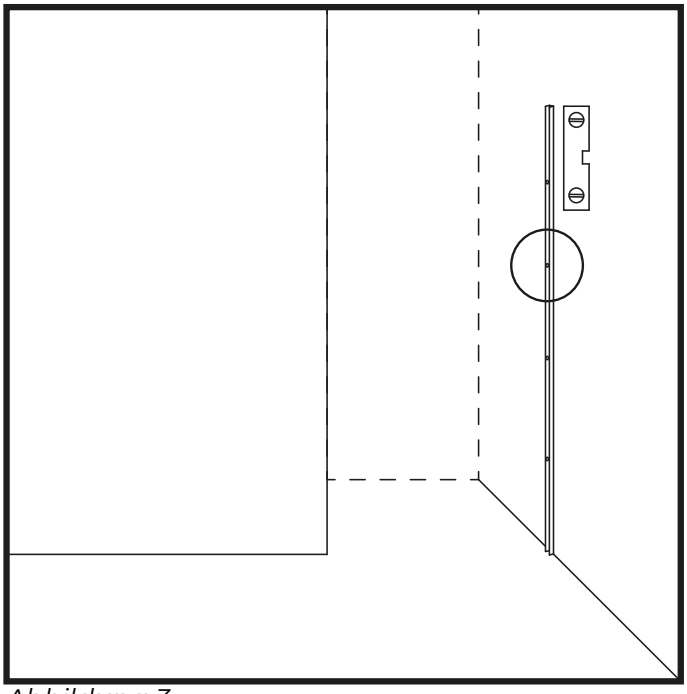

Abbildung 3
5. Die längere U-Leiste mit Hilfe einer Wasserwaage senkrecht an der Wand anbringen, so dass die Kante der U-Leiste mit dem markierten Punkt übereinstimmt und das Ende der Leiste am Bodenrand anliegt. Markieren Sie die Löcher in der Leiste (die Stellen der Dübellöcher) an der Wand und entfernen Sie die Leiste. Wenn die Markierungen an den Kanten der Keramikfliesen zu liegen kommen, versuchen Sie, den Streifen in die andere Richtung zu drehen und die Markierungen zu wiederholen. (Abbildung 3)